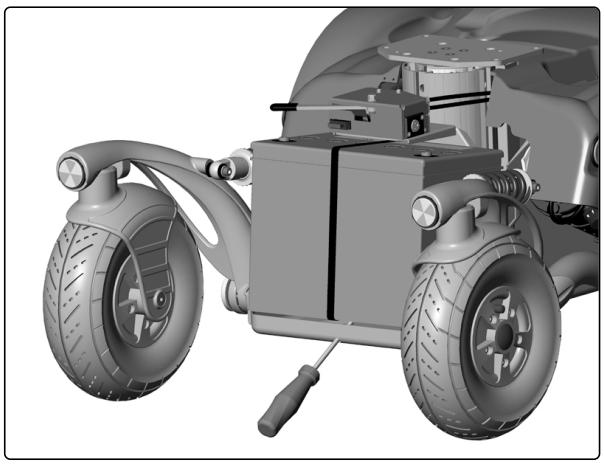

Abb. 10. Einen Schraubenzieher durch die Öffnung an der Chassisvorderkante einführen und die Batterie anheben, um den Ausbau zu erleichtern.
5. Heben Sie die Batterie heraus. Einen Schraubenzieher durch die Öffnung an der Chassisvorderkante einführen und die Batterie anheben, um den Ausbau zu erleichtern; s. Abb. 10.